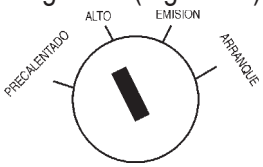

**Figura 69. Interruptor de la llave de ignición (posición DETENER/STOP)**
4. Coloque la llave de ignición (Figura 69) en la posición "**STOP**".